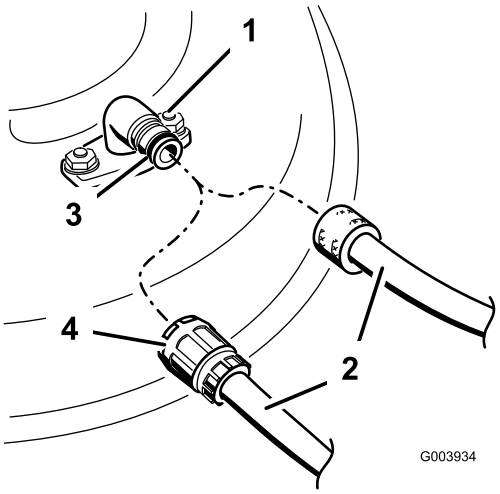

Figur 51
3. Fest slangekuplingen til enden av klippeenhetens vanninntaksnippel, og skru på vannet (Figur 51).